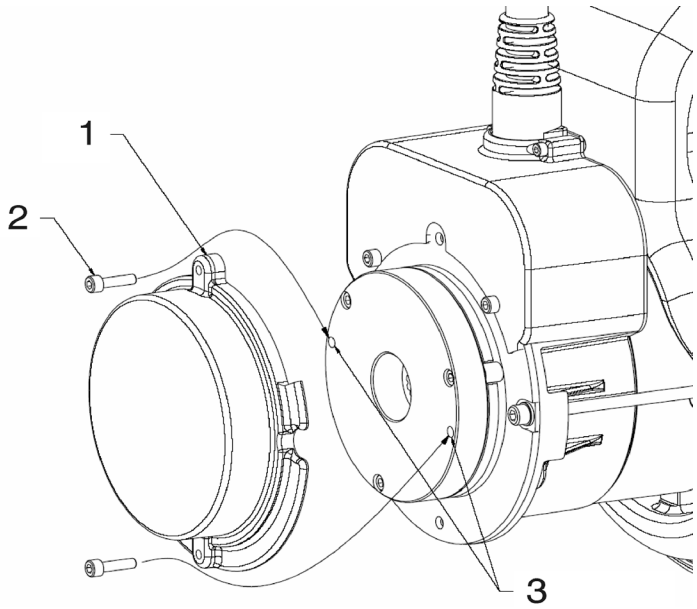

Figure 4-6. Manual Disengage
3. Remove the two **cover bolts (2)** and **brake cover (1).**
4. Insert the **cover bolts (2)** into the two **disengage holes (3)** in the brake housing, see item 3 in Figure 4-6., Manual Disengage.
5. Tighten down the **cover bolts (2)** and the brake on that drive motor will disengage.
7. After towing is complete, chock wheels and remove **cover bolts (2)** from **disengage holes (3)**.
8. Reinstall **brake cover (1)**.